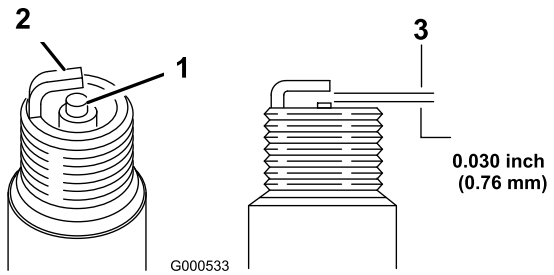

Figura 29
2. Scollegate il cappellotto dalla candela (Figura 29).
5. Impostate la distanza tra gli elettrodi della candela a 0,76 mm (Figura 29).